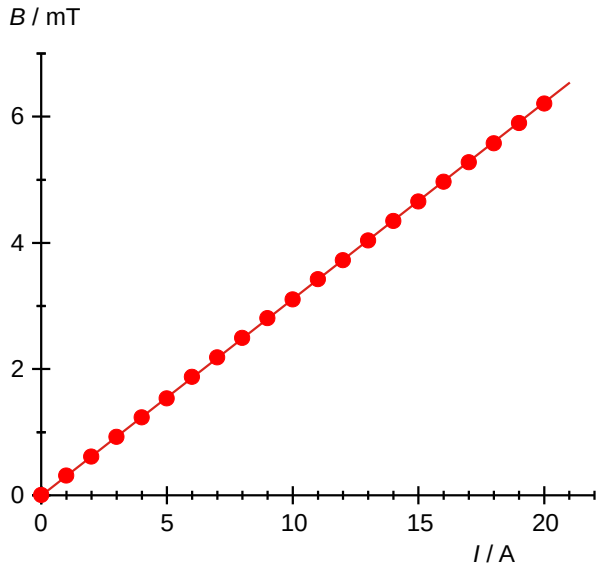

Fig. 5: Magnetische Flussdichte *B* in Abhängigkeit des Stroms *I* durch die Feldspule mit *D* = 10 cm.
- Die Messwerte aus Tab. 1 in einem *B*(*I*) – Diagramm darstellen (Fig. 5).